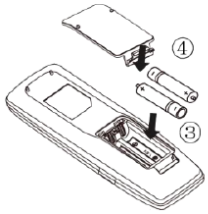

Рис. 2
(3). Вставить два элемента питания AAA 1,5 В, соблюдая полярность (см. рис. 2③).
(4). Установить крышку на место (см. рис. 2④).